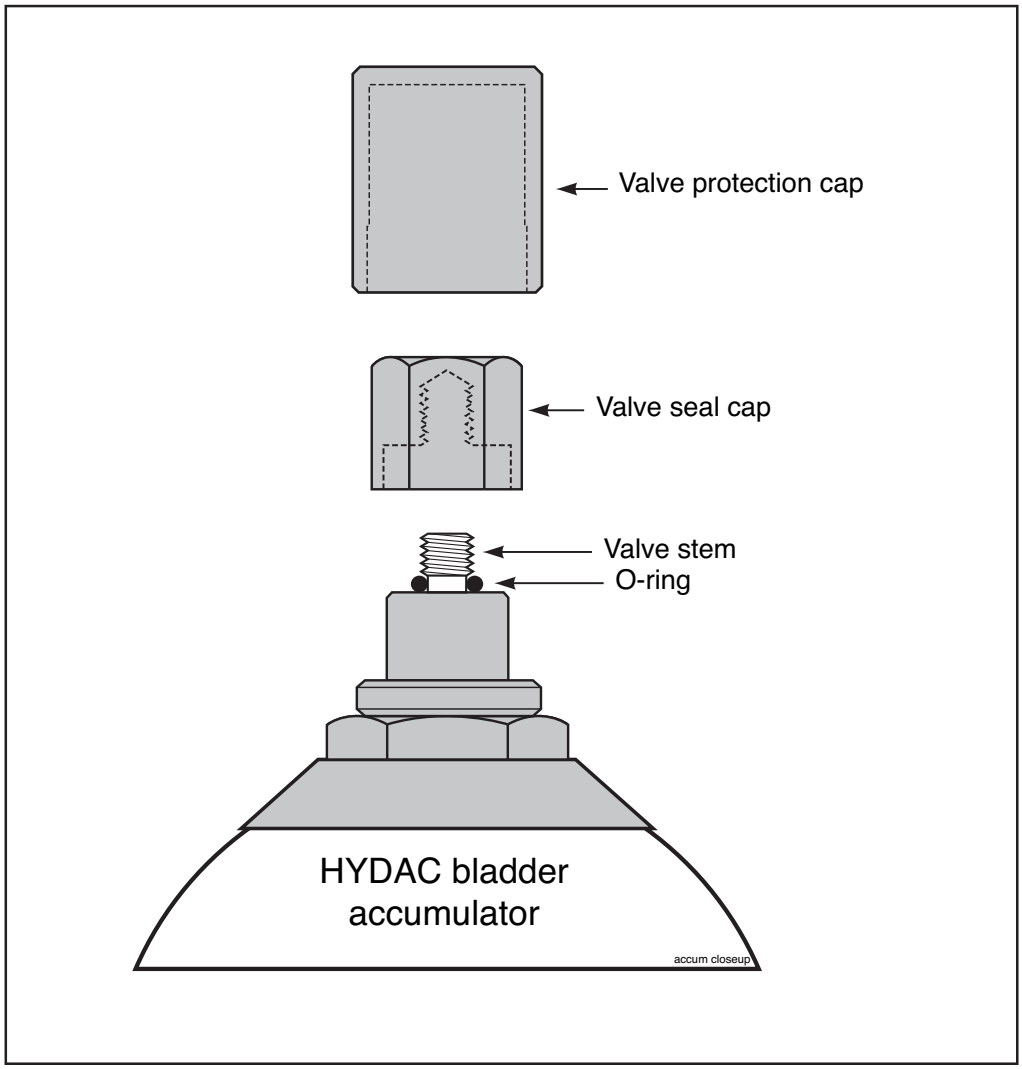

Figure 38
4. Remove the valve protection cap and the valve seal cap from the accumulator that you will charge first (Figure 38).